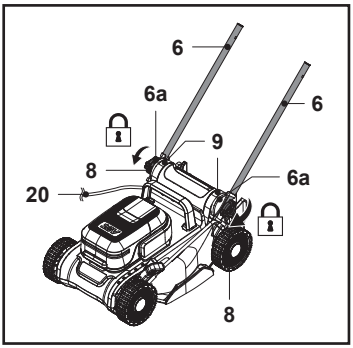

Fig. 2
3. Align the dial plate (6a) with the handle support (9), then secure the lower handle bar (6) by tightening the locking knob (8) (Fig. 2).